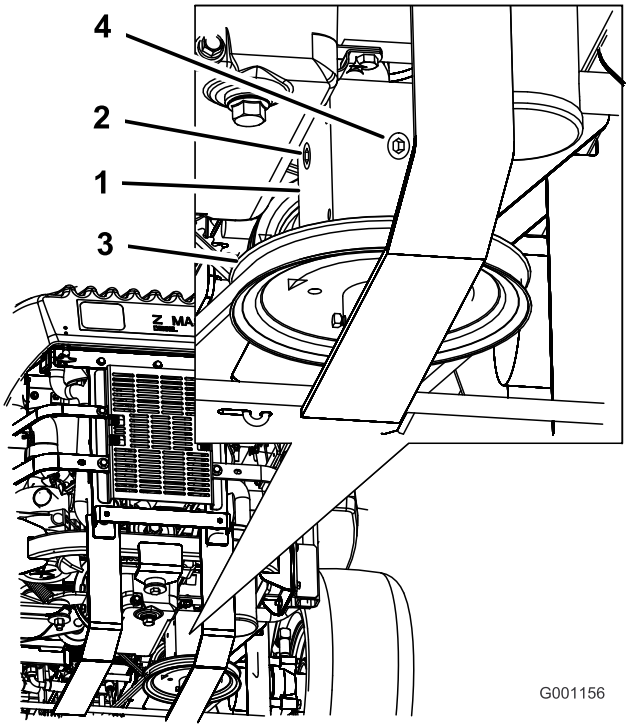

Figur 58
4. Fjern side- eller bakpluggen på girkassen (Figur 58).